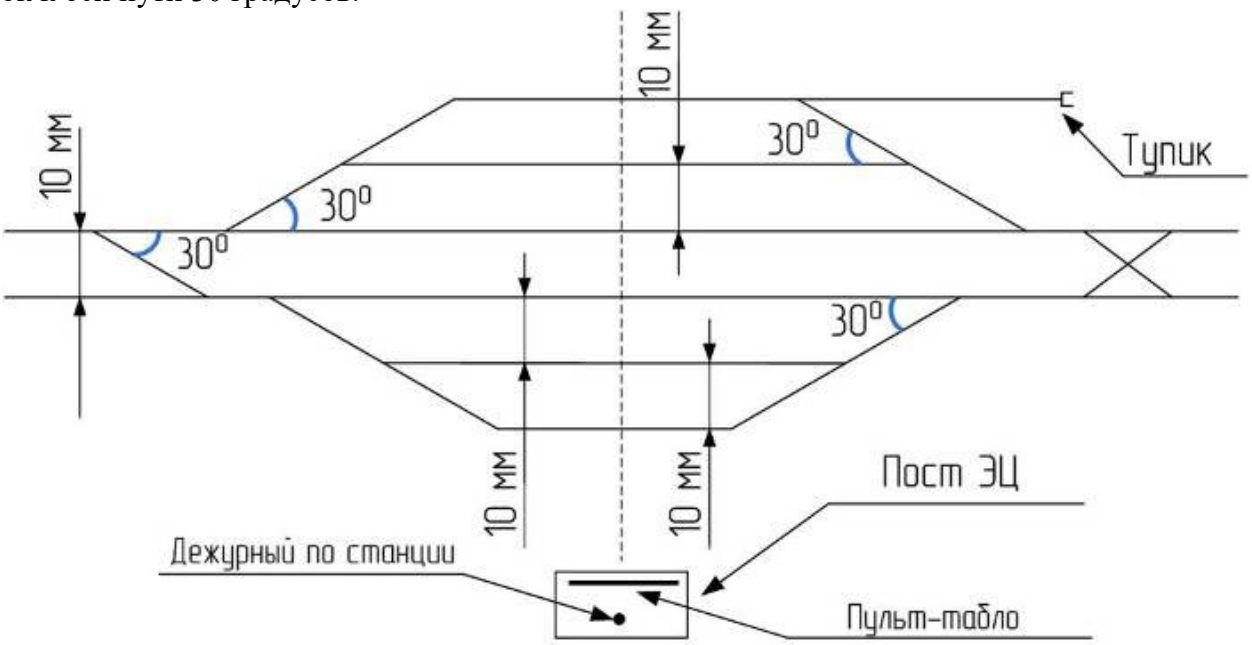

Рисунок 3 – Пример оформления однониточного плана станции
Однониточный план станции. Однониточный план (рис. 3) представляет собой немасштабное однолинейное изображение путей, стрелок, светофоров, изолирующих стыков и других объектов станции с соблюдением их взаимного расположения и пропорции в длинах путей. Таким образом, элементы на плане находятся в местах, соответствующих их удалению по ординатам от оси станции.
1. Вычертить путевое развитие станции с соблюдением взаимного расположения и пропорций в длинах путей (рис. 3). Принять ширину междупутья равной 10 мм, а наклон стрелок к оси пути 30 градусов.